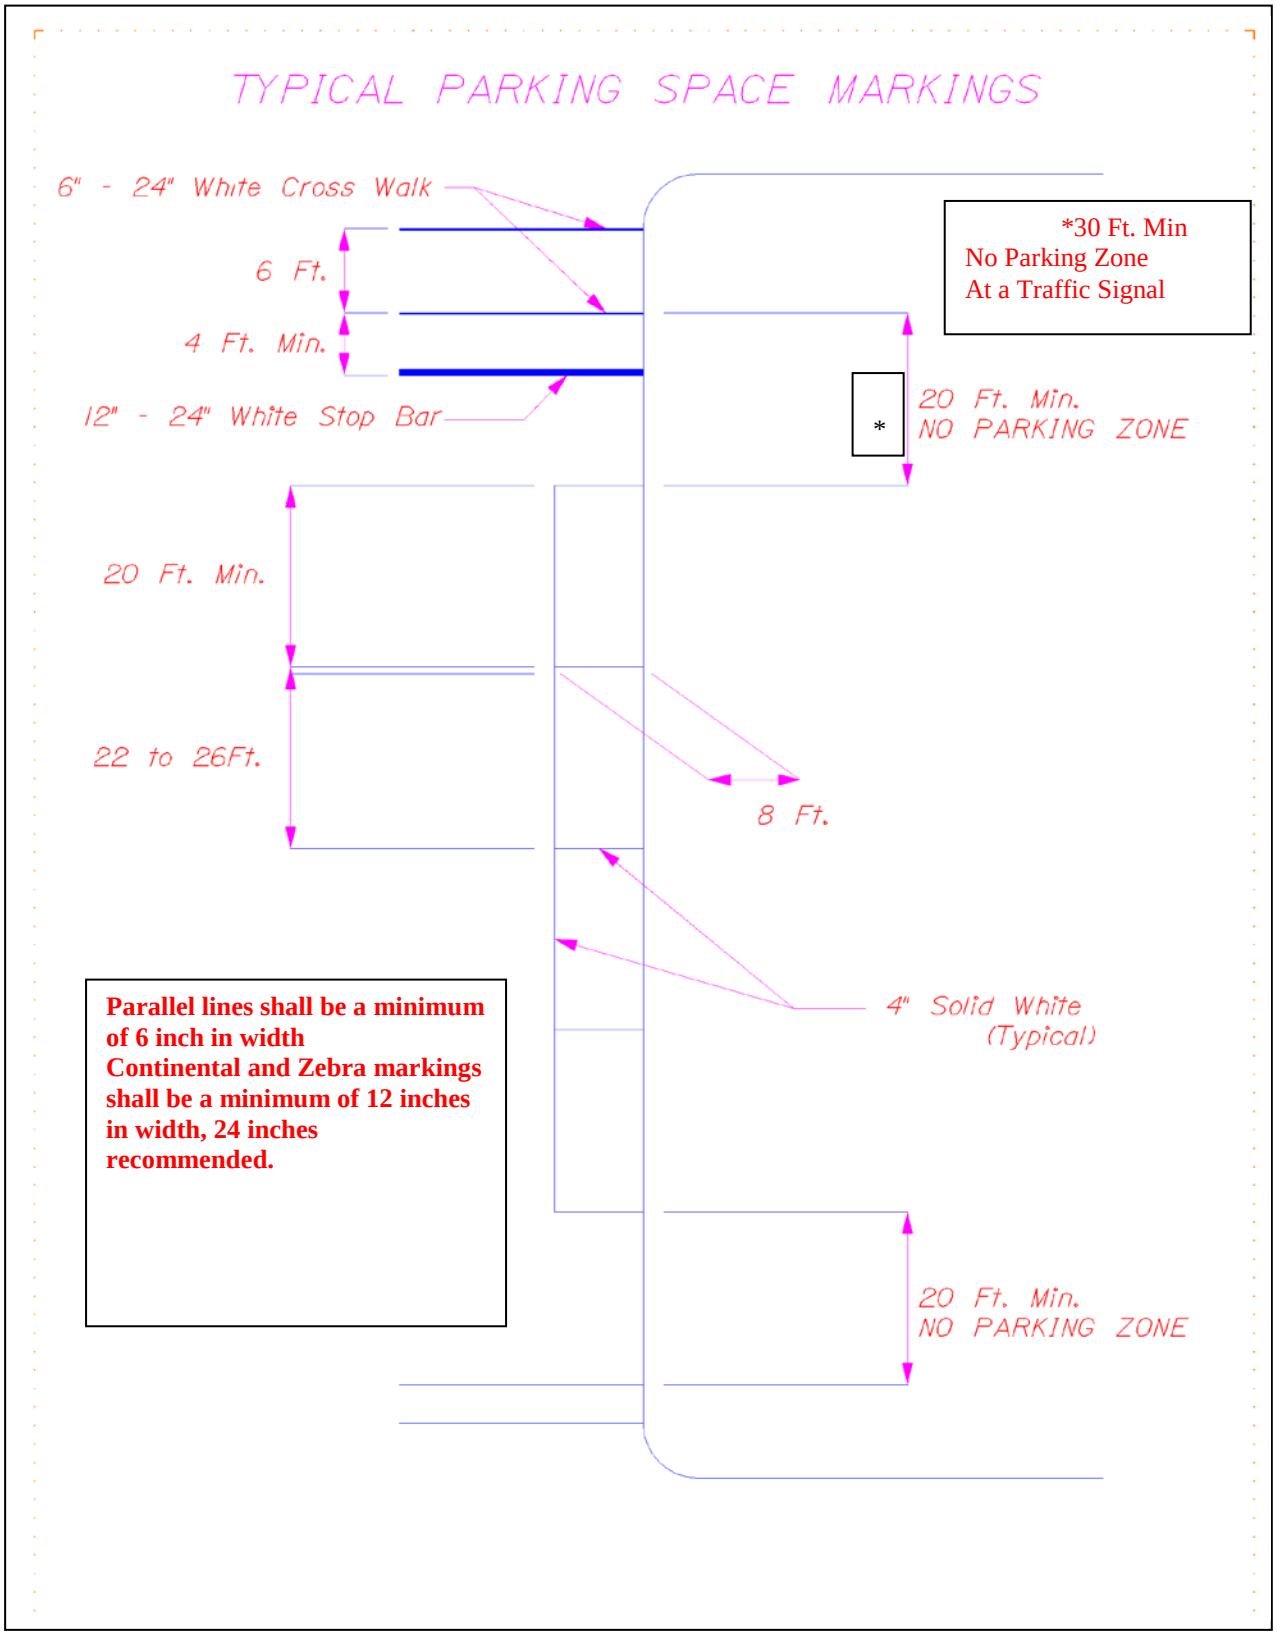

Figure 1
4. No parking shall be allowed within 20 feet of any unsignalized crosswalk (includes mid-block) and 30 feet at a signalized intersection. Parking restrictions can be removed when bump-outs or curb extensions are built. These allow the pedestrian to be seen by the traveling public. Signs should be installed indicating that no parking is allowed. (see Figure 1)